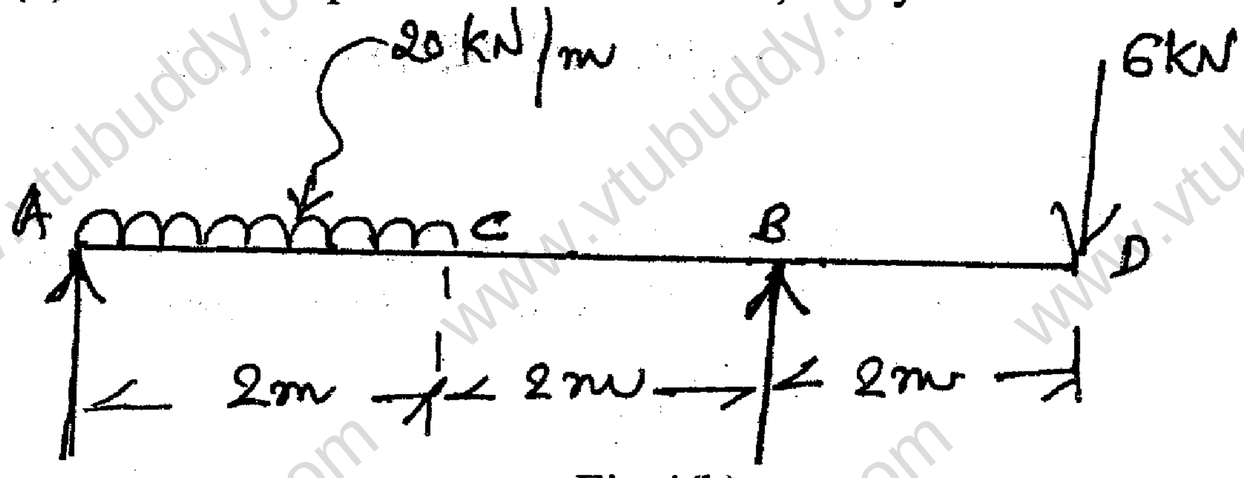

Fig.4(b)
b. Draw the S.F. and B.M. diagrams indicating principal values for an overhanging beam as shown in Fig.4(b). Locate the point of contraflexure, if any. **(15 Marks)**